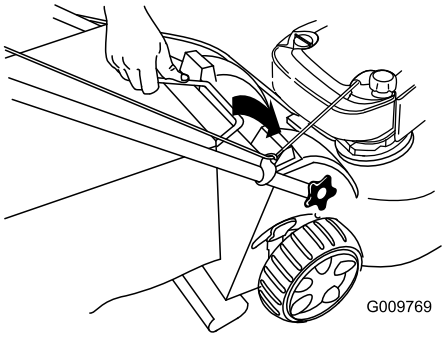

Bild 23
3. Setzen Sie den Fangkorbgriff in die Kerben oben am Rasenmäher ein (Bild 23).